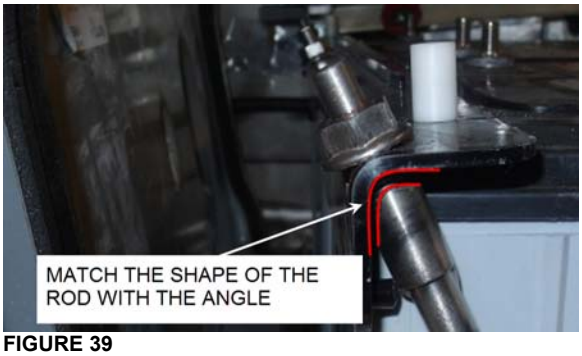

**FIGURE 39**
3. The upper end of the rods is shaped to match with the angle (FIGURE 39).